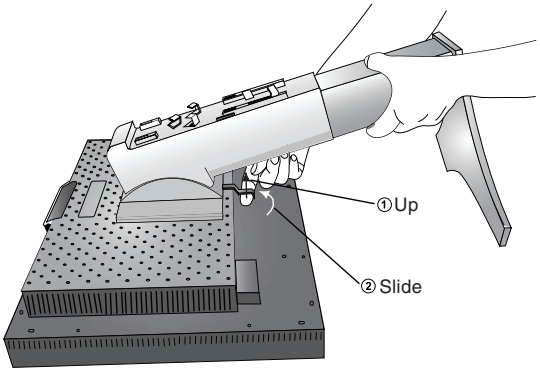

**Figure S.2**
4. Place one hand around the base and one hand on the Quick Release Lever. Move the Quick Release Lever in the direction indicated by the arrows (**Figure S.2**).